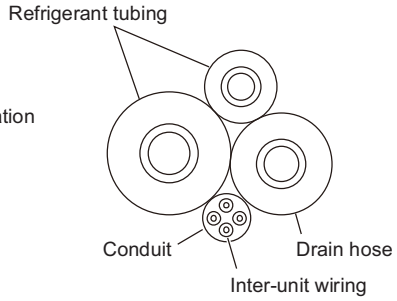

Fig. 1-80
(5) Assemble the refrigerant tubing, drain hose, and conduit (including inter-unit wiring) as shown in Fig. 1-80.